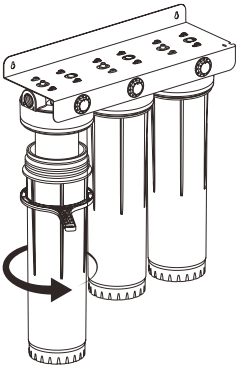

Figure 5
Step 4: Screw the filter housing tightly (Figure 5)